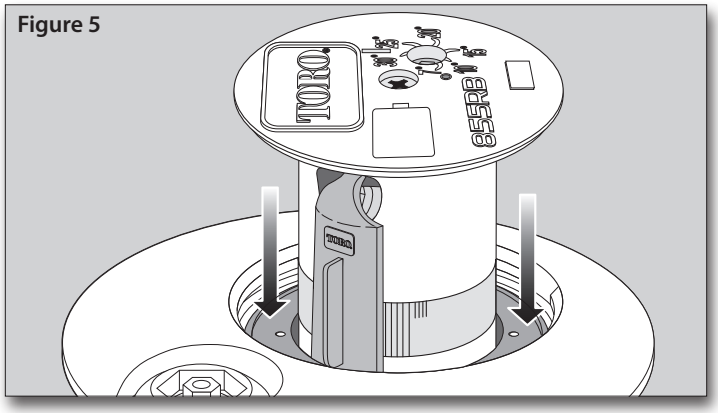

Figure 5
5. Press the seal retainer into the body until it bottoms out – just below the bottom of the snap ring groove. See **Figure 5**.